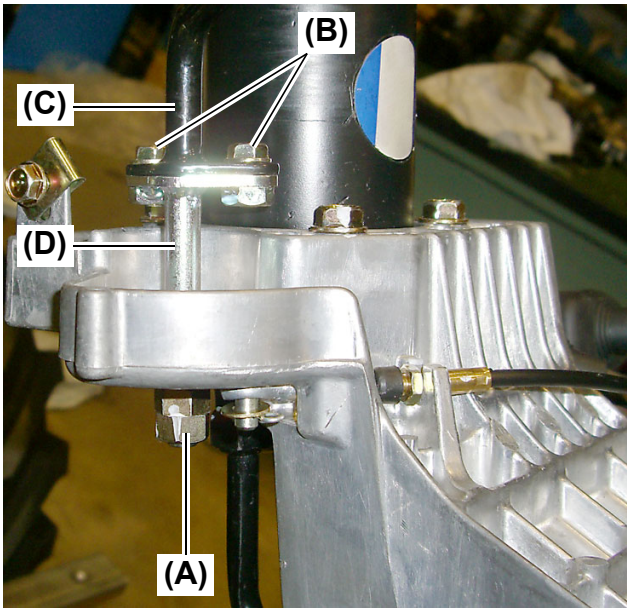

Fig. 2
2. Remove the two (2) M6 × 12 mm (L: 0.48 in.) bolts **(Fig. 2, (B))** and then disconnect the engine control lever **(Fig. 2, (C))**.
3. Loosen the two (2) M10 nuts **(Fig. 2, (A))** serving as a double nut.
●Only loosen the nuts **(Fig. 2, (A))**. Failure to do so will not allow the lever to be removed.
4. In order to avoid losing the three (3) conical washers and one (1) washer, slowly unscrew the M10 nuts **(Fig. 2, (A))** and pull out the engine control lever base **(Fig. 2, (D))** and the spacer upward.